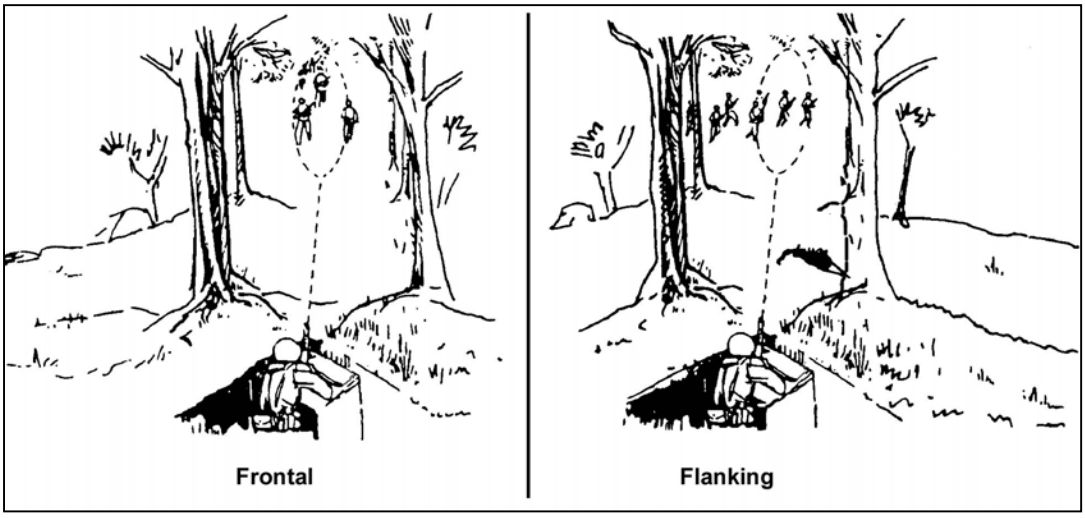

Figure 5-4. Frontal fire and flanking fire.
a. **Frontal Fire**.Frontal fire is when the long axis of the beaten zone is at a right angle to the front of the target. An example is when firing at the front of a target (Figure 5-4).
b. **Flanking Fire**. Flanking fire is firing at the side of a target (Figure 5-4).